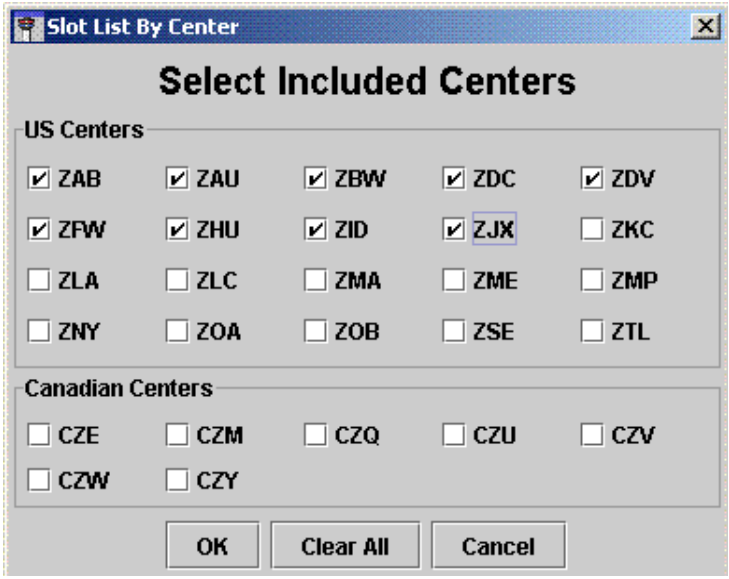

Figure 12 - 5 : Slot List by Center
3. The data fields and menu options in the Slot List by Center report are the same as the Slot List by Carrier report. Note that the Slot List by Center report title is B6 List Report (see Figure 12 - 6).